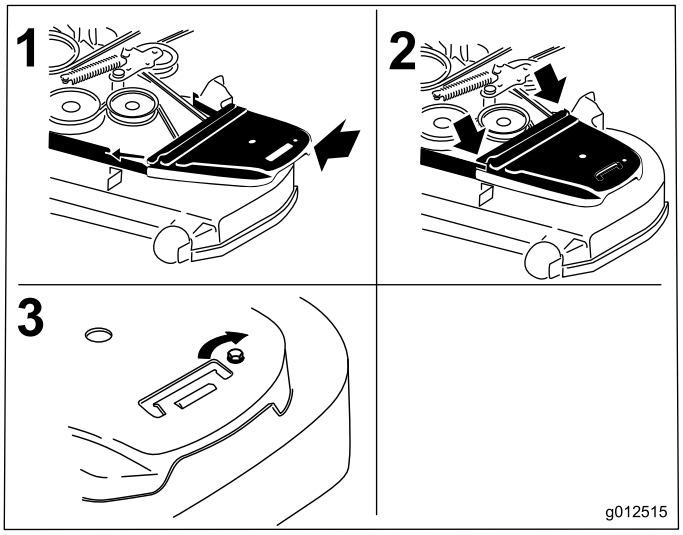

Figura 74
12. Instale las cubiertas de las correas y los pernos que están sujetos a las mismas (Figura 74).